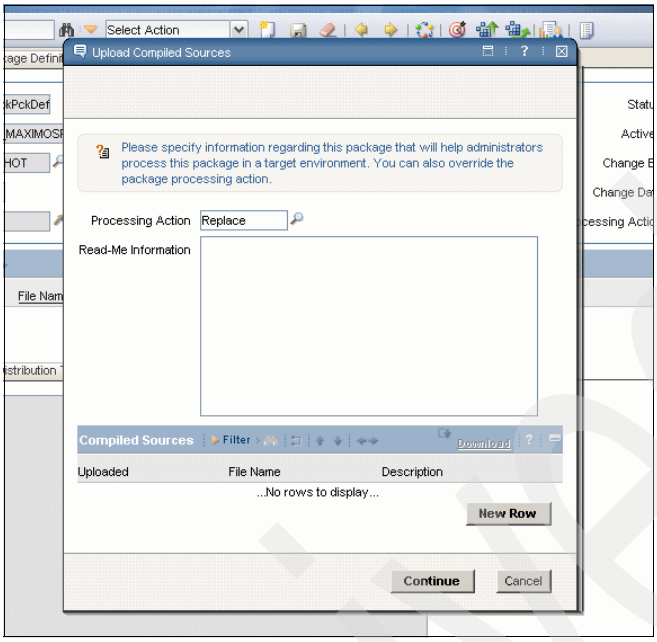

Figure 8-10 The Upload Compiled Sources dialog box
7. Create the package. From the Package menu, click **Create**. A warning message is displayed. Click **Yes**. The Upload Compiled Source dialog box is displayed. Because IBM Maximo for Service Providers does not use Compiled Sources for the SLA and response plan migration, click **Continue**, as shown in Figure 8-10 on page 149.